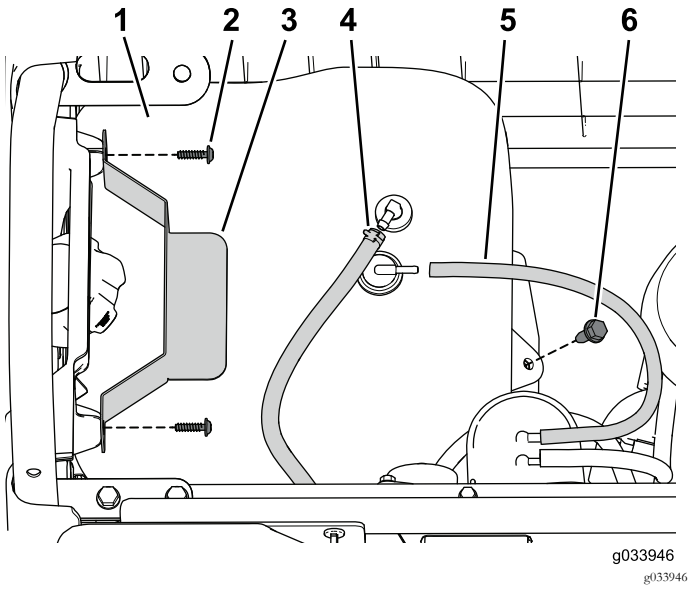

Figura 49
1. Coloque el depósito de combustible en la bandeja del depósito (Figura 49).
2. Conecte la manguera de ventilación y el tubo de combustible al depósito (Figura 49).
3. Utilice los tornillos que retiró anteriormente para sujetar la pletina de sujeción (Figura 49).